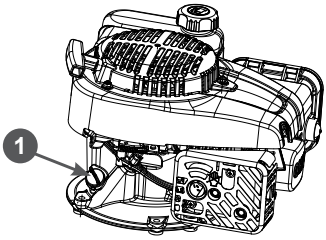

Рис. 19 Крышка-щуп маслозаливной горловины
5. Осторожно открутите крышку-щуп 1 (Рис. 19) маслозаливной горловины, протрите его насухо и отложите в сторону.